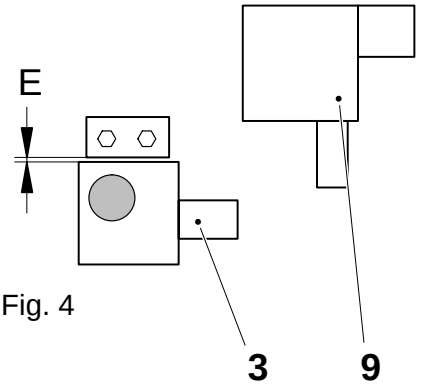

Fig. 4
h) Set gap E between the lug and the cam holder, see fig. 4. If required, shift the lug.